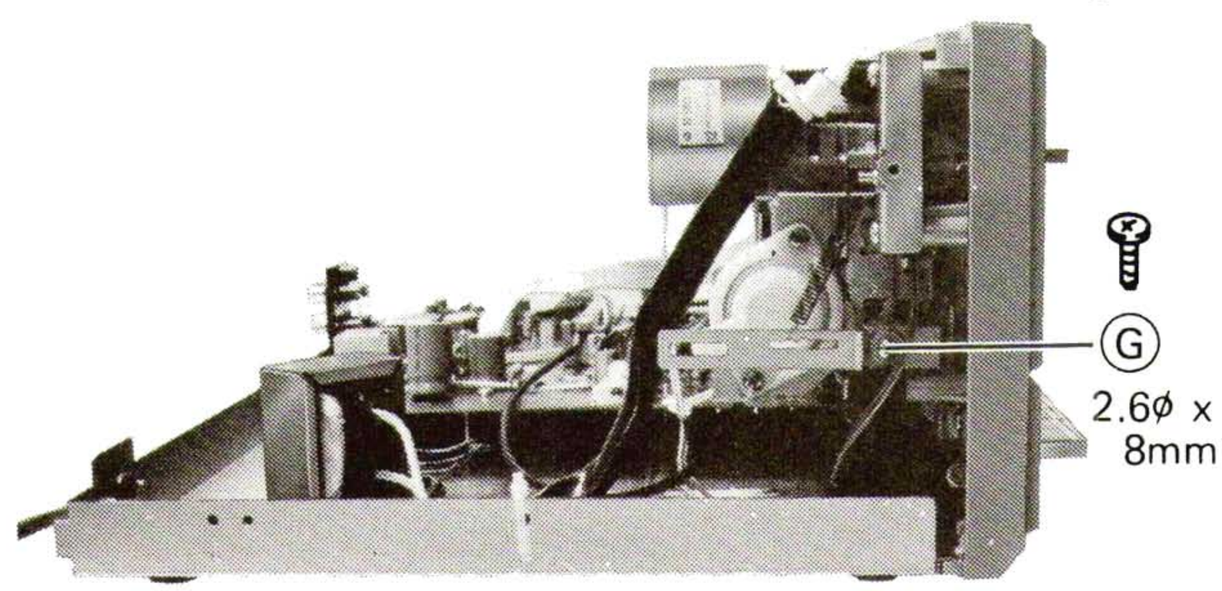

Figure 9.
4. Remove one screw (G) (2.6ϕ x 8mm) which holds the door lever and the panel. (See figure 9.)